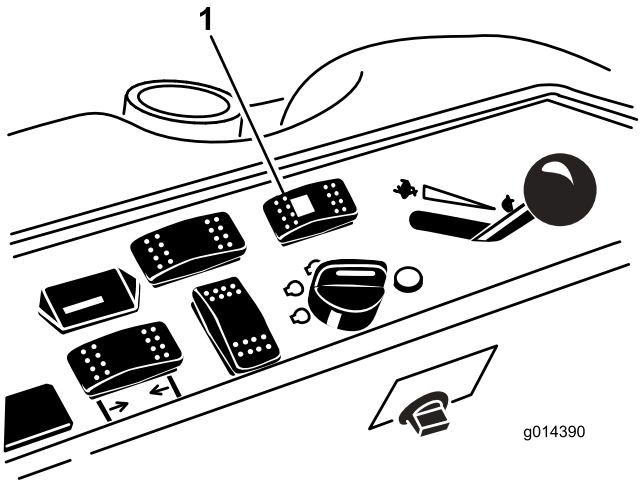

Figur 52
1. För brytaren för styrningsval till det bakre läget (fyrhjulsstyrning) (Figur 52).